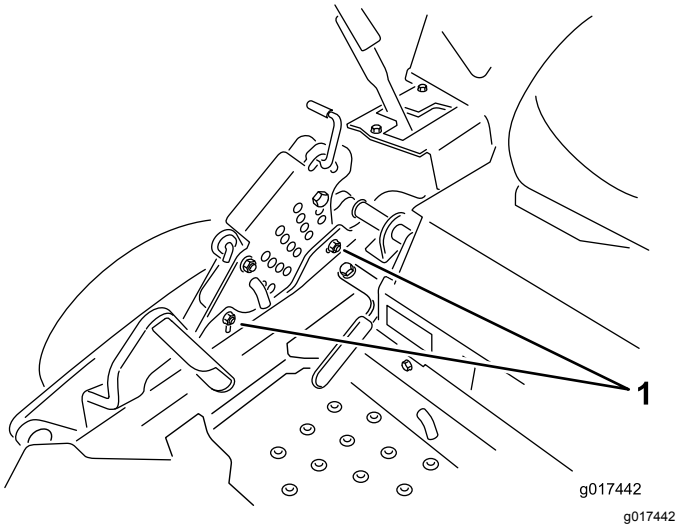

図 79
12. シングルポイントシステムの調整を行うには、刈高プレートの底部にあるボルト2本をゆるめる図 79。
14. 刈高プレートの底部にあるボルト2本を締め付ける図 79。